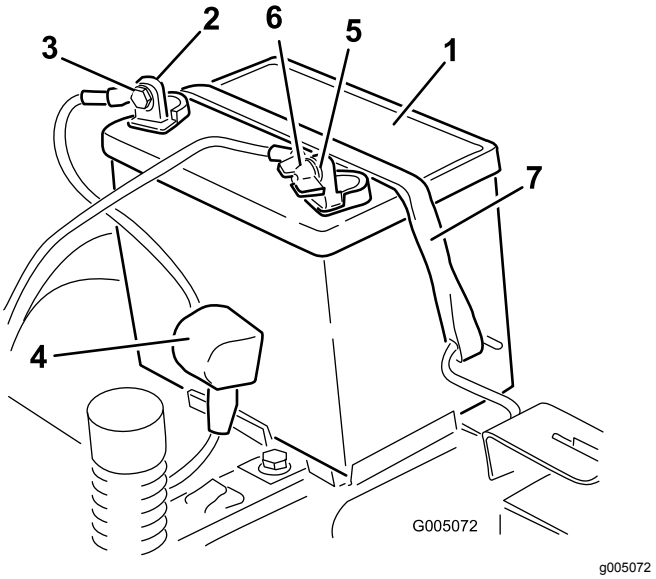

Figure 39
4. Débranchez le câble négatif (noir) de mise à la masse de la borne de la batterie (Figure 39). Conservez toutes les fixations.
5. Repoussez le capuchon en caoutchouc sur le câble positif (rouge). Débranchez le câble positif (rouge) de la borne de la batterie (Figure 39). Conservez toutes les fixations.
6. Déposez la barrette de maintien de la batterie (Figure 39) et soulevez la batterie de son support.
1. Placez la batterie dans son support (Figure 39).
5. Fixez la batterie en place à l'aide de la barrette de maintien (Figure 39).